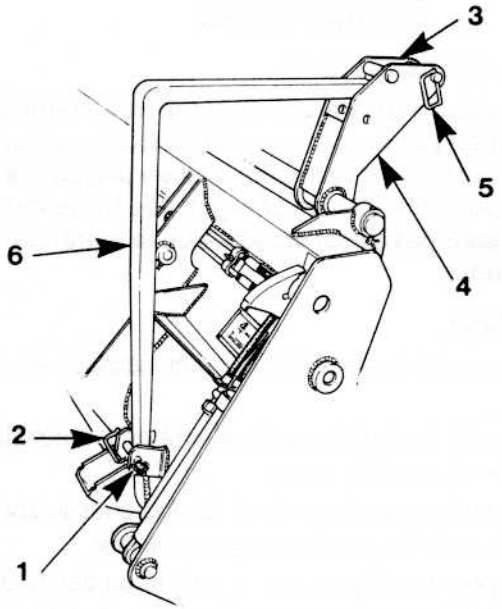
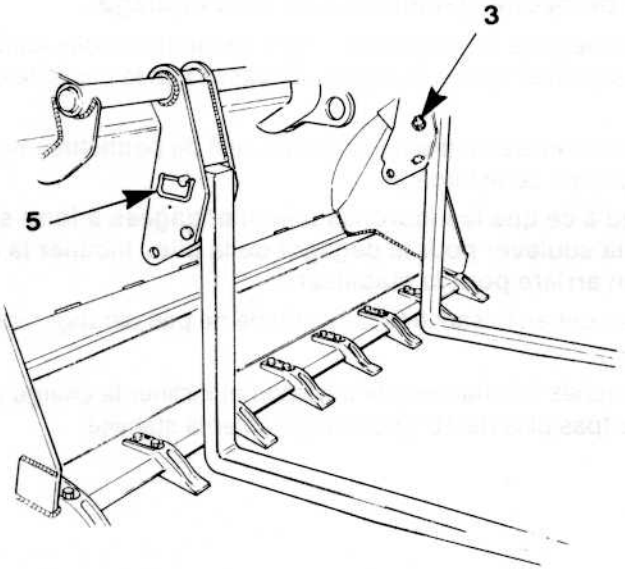

fig 48
fig 49
Disposer les fourches en position de travail (figures 48 et 49)
1. Figure 48. Enlever la clavette (1) et la goupille de retenue (2).
2. Enlever la clavette (3) et, tout en supportant le poids du support (4), enlever la goupille (5). Abaisser le support jusqu'à ce qu'il s'arrête.
3. Soulever la lame de fourche (6) jusqu'à ce qu'elle soit équilibrée (presque horizontale). Tout en maintenant la fourche, se mettre devant le godet et se placer légèrement sur le côté de la fourche. Pousser la fourche vers l'avant et l'abaisser avec précaution en position contre le tranchant du godet.
4. Figure 49. Faire passer la goupille (5) dans le support et la fourche, et l'assujettir avec la clavette (3). Voir illustration.
2. Figure 49. Enlever les clavettes (3) et les goupilles (5).
4. Remettre la goupille (5) en place et l'assujettir avec la clavette, comme l'indique la figure 48.
5. Remettre les goupilles (2) et les clavettes (1) en place pour mettre les fourches en position arrimée.